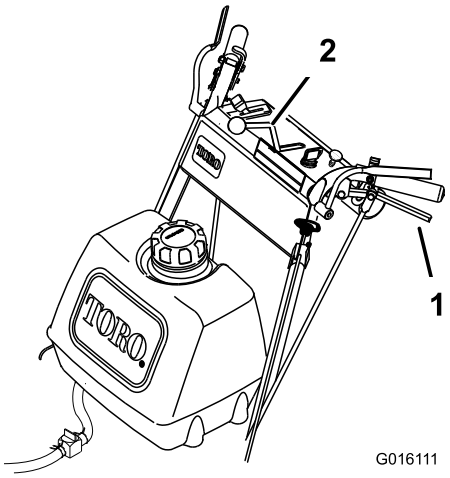

Figura 13
4. Lentamente, solte as alavancas da transmissão para mover para a frente (Figura 13).
Para ir a direito, solte as alavancas de igual modo (Figura 13).
Para virar, aperte a alavanca da transmissão no lado e na direção para a qual pretende virar (Figura 13).
Lentamente, aperte as alavancas da transmissão contra o manípulo para mover para trás (Figura 13).